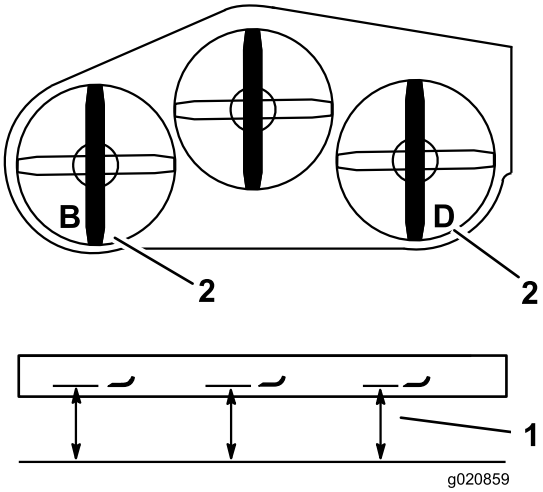

**Figur 85**
2. Mål den venstre kniven ved **B**-plasseringen, fra en jevn overflate til knivveggen på knivspissen, og noter denne målingen (Figur 85).
3. Mål den høyre kniven ved **C**-plasseringen, fra en jevn overflate til knivveggen på knivspissen, og noter denne målingen (Figur 85).
4. Målet ved posisjon **B** må være innen 3 mm fra målet ved posisjon **D**. (Figur 85). Dersom det ikke er korrekt, gå til følgende trinn.